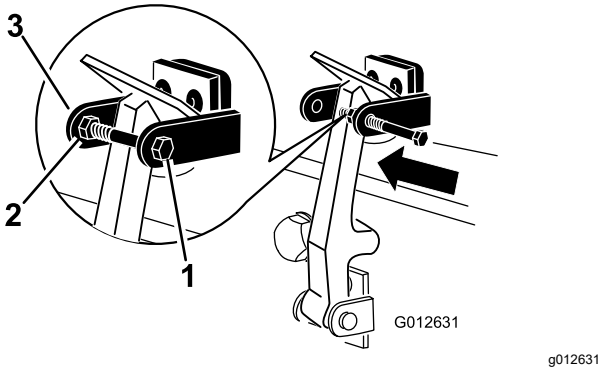

Figur 16
7. Skru bolten ind i den anden arm på hjelmlåsebeslaget for at låse låsen på plads (Figur 16).